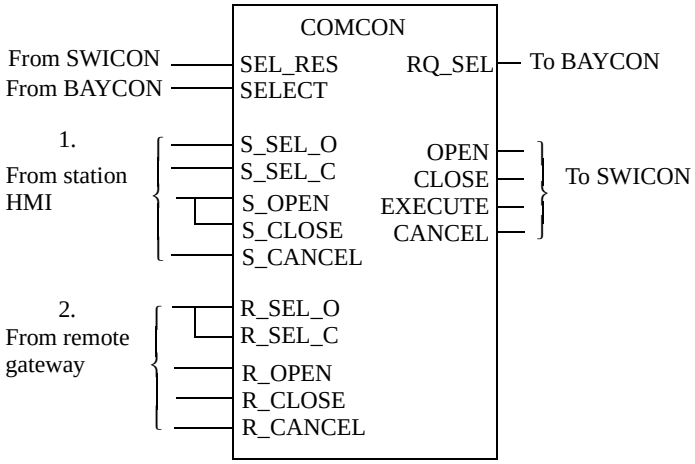

Figure 8: Example of different ways to connect the select and execute signals in COMCON
In the first way, that is normally used as standard from the station HMI (see item 1 in Figure 8:), only one selection input is activated, S_SEL_O or S_SEL_C. COMCON sets the RQ_SEL and the concerning direction output, OPEN or CLOSE. After the SELECT input is set by BAYCON, it allows the execute command S_OPEN and S_CLOSE to pass through. These execution inputs can be set at the same time or before SELECT is activated. Then the EXECUTE output is also activated. The “Reservation function” on page 170 describes the reservation method.
In the other way to select that is normally used as standard from remote gateway (see item 2 in Figure 8:), both selection inputs R_SEL_O and R_SEL_C are set at the same time. It sets only the RQ_SEL output. At reception of the SELECT, it allows the execute command R_OPEN or R_CLOSE to pass through. But now only one execute command R_OPEN or R_CLOSE can be given and COMCON passes the EXECUTE command with the OPEN/CLOSE directions.